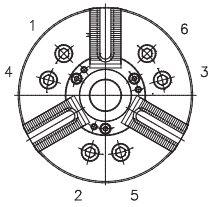

Abb. 15
4. Das Futter auf der Spindel montieren (Flansch). Nach der Prüfung der Genauigkeit der Grundflächen des Flansches an der Stirnfläche der Spindel, ist das Futter auf den Flansch zu montieren und mit Schrauben zu befestigen. Die Schrauben werden in folgender Reihenfolge angezogen: 1, 2, 3, 4, 5 und 6 wie auf der Abb. 15 gezeigt (das unregelmäßige Festziehen kann den Stirn- oder Radiallauf verschlechtern). Die Drehmomentwerte für das Anziehen der Schrauben werden in der Tab. 6 angegeben.